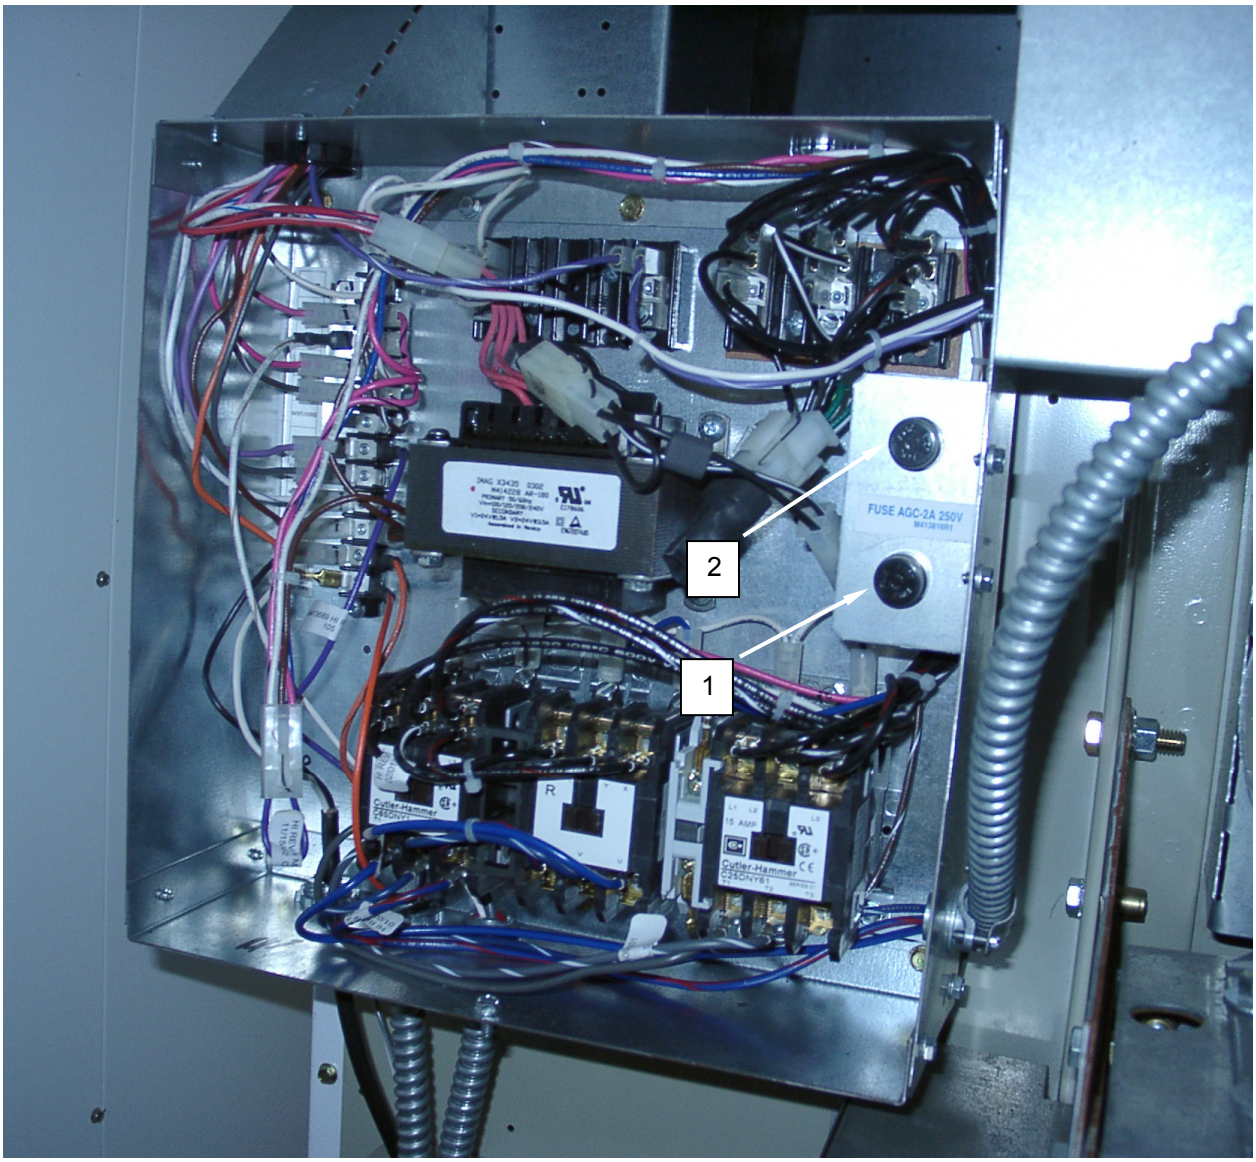

Figure 1. Test the Dryer Transformer Fuses.
3. Locate primary fuse **(Figure 1, Item 1)**.
4. Unscrew fuse holder cap **(Figure 1, Item 1)**.
5. Remove fuse from cap **(Figure 1, Item 1)**.
6. Use an ohmmeter to test the fuse **(Figure 1, Item 1)** for continuity.
7. Replace an open fuse **(Figure 1, Item 1)**.
8. Install fuse into cap **(Figure 1, Item 1)**.
9. Install cap **(Figure 1, Item 1)** with fuse into fuse holder.
10. Repeat Steps 4 through 9 for the secondary fuse **(Figure 1, Item 2)**.